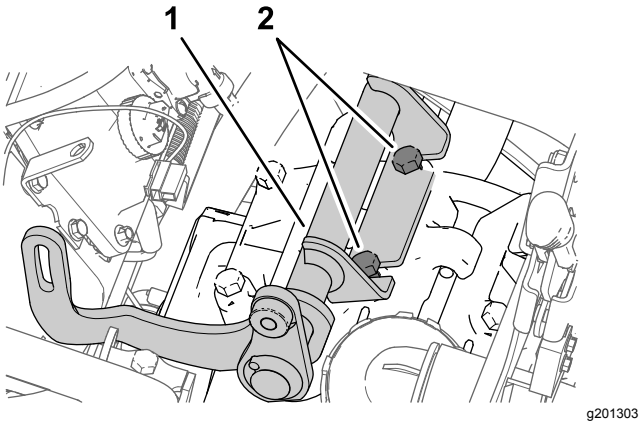

Rysunek 179
2. Umieść wspornik alternatora między śrubami odkręconymi w kroku 1 a głowicą pompy w sposób pokazany na Rysunek 179.